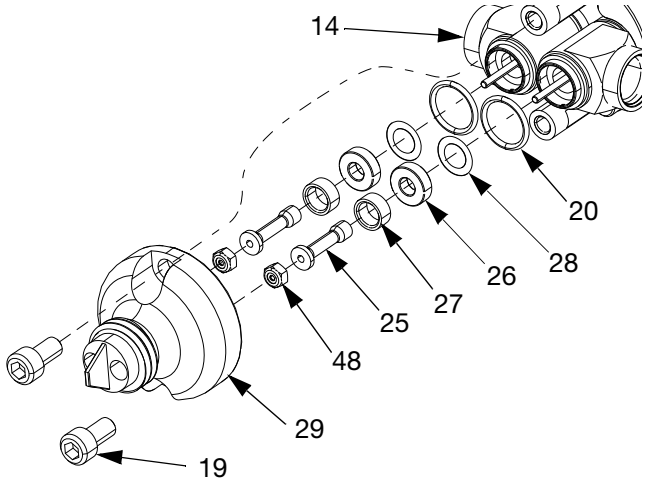
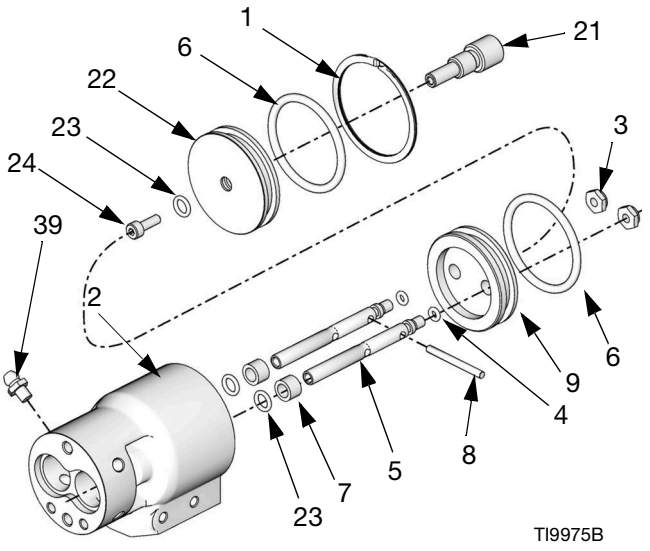

ABB. 6
ABB. 8
Nur 255901 und 255902: Mit einem 1/4-Steckschlüssel die Mutter (48) und die Nadelhülse (25) entfernen, dann die Sitze (27) und Dichtungen (28) aus dem Einlassgehäuse herausnehmen. Siehe ABB. 6.
7. Nehmen Sie den Haltering (1) von der Rückseite des Druckluftzylinders (2) ab. Schieben Sie die zwei Wellen (5) in den Druckluftzylinder (2), um die Druckluftzylinderkappe (22) zu befreien. Siehe ABB. 8.
8. Drücken Sie auf die zwei Wellen (5), um die Kolbengruppe (9) vom Druckluftzylinder (2) zu lösen.
9. Verwenden Sie einen O-Ring-Haken, um die O-Ringe (23) zu entfernen, und benutzen Sie einen Schraubendreher, um die Gleitlager (7) vom Druckluftzylinder (2) zu schieben.
10. Entfernen Sie die O-Ringe (6) vom Kolben (9) und der Druckluftzylinderkappe (22).
11. Entfernen Sie die Schraube (24) und den Rücksog-Einstellknopf (21) von der Kappe (22). Verwenden Sie einen O-Ring-Haken zum Entfernen des O-Rings (23).
12. Entfernen Sie die Sicherungsmuttern (3), den Stift (8), die O-Ringe (4) und den O-Ring (6) des Kolbens von der Welle (5).
1. Schmieren Sie die O-Ringe (23) der Welle und die Lager (7). Legen Sie die O-Ringe in die Hohlräume des Druckluftzylinders (2) und der Luftkappe (22). Siehe ABB. 8.
255901 und 255902, schieben Sie die Nadelhülse (25) auf die Welle (5) und sichern Sie sie mit der Mutter (48). Die Mutter mit einem Drehmoment von 0,3 N•m (2,5 in-lb) festziehen. Siehe ABB. 6.
6. **255179 und 255181:** Setzen Sie die Dichtungen (26) so ein, dass die Federn in das Materialgehäuse (14) zeigen.
7. Siehe **Ausrichtung von Mundstücken** auf Seite 7. Das Mundstück (31) mit den O-Ringen (20), Sitzen (27) und den Mundstückschrauben (19) installieren. Ziehen Sie die Mundstückschrauben mit 13-13.5 N•m (115-120 in-lb) fest.
8. **255181 und 255182:** Bauen Sie das Einspritzrohr (30) mit dem Montagewerkzeug (48) ein. Mit 40-50 in-lb (4,5-5,6 N•m) festziehen.
9. **255181 und 255182:** Bauen Sie die Düsenspitze (47) ein und drehen Sie sie mit einem Drehmoment von 2,8-3,4 N•m (25-30 in-lb) fest.
10. Entfernen Sie die Schmiernippel (39). Füllen Sie Fett in die Fetteinfüllöffnung darunter, bis das Fett dort austritt, wo der Schmiernippel (39) saß. Wiederholen Sie den Vorgang für den anderen Schmiernippel (39). Siehe ABB. 8.